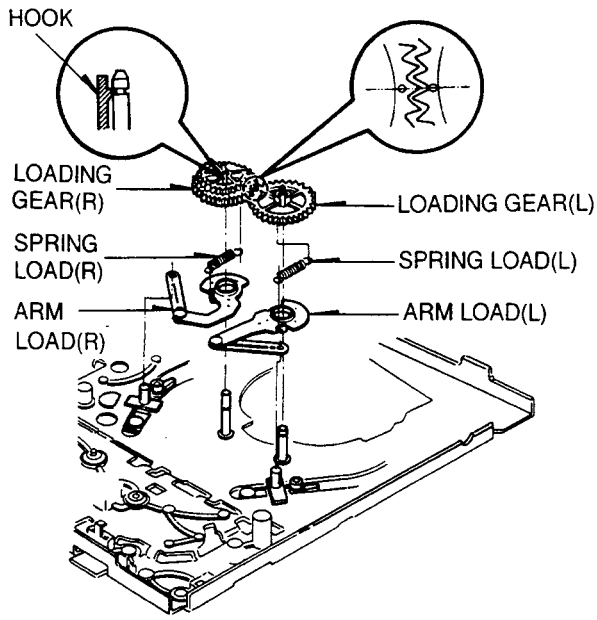

Fig. B-28 Loading Gear Assembly
① Use a Hexagonal wrench to remove set screw.
② Take notice that the P2 and P3 Slant Assembly should not be changed from their original place.
28. Loading Gear Assembly(L),(R) (Fig. B-28)